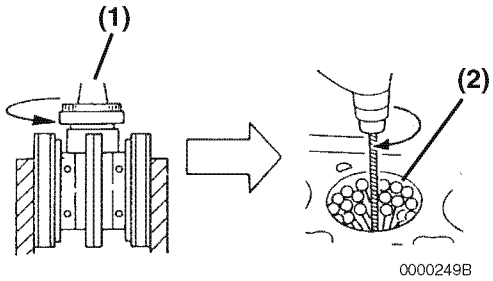

Figure 6-129
2. **Honing** - Minor cylinder imperfections may be corrected by using a rigid cylinder hone **(Figure 6-129, (1))**. Be sure not to exceed the maximum cylinder bore specification.
Deglazing - A used cylinder that did not require boring or honing, should always be deglazed with a ball hone **(Figure 6-129, (2))** before installing new piston rings. This will properly prepare the cylinder surface to allow new piston rings to seat properly.
- Use a 300-grit hone at 300 - 1200 rpm **(Figure 6-129)**.